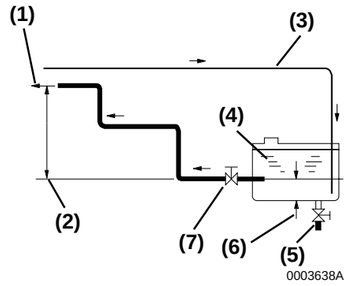

***Figure 1***
Shown is a typical installation of a boat fuel system. Fuel supply **(Figure 1, (2))** and return **(Figure 1, (4))** lines connect to fittings at the engine.